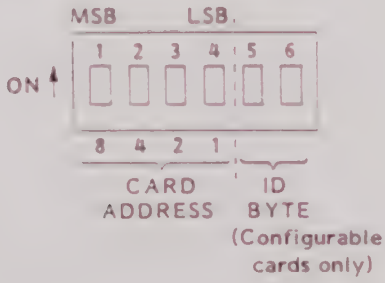

Figure 2-4, S1 Switch Functions
2.6.1.2 Set switch SW1 on the module to the binary equivalent of the address. Switches 1 to 4 are used to set the module address, with switch 4 the least significant bit, and switch 1 the most significant. The OFF positions for SW1 correspond to binary 0, and ON positions correspond to binary 1. Addresses in the range 1 to 12 are permitted. Refer to Figure 2-2 for the location of SW1 on the switching module PCB, or to Figure 2-3 for the location of SW1 on the 1260-40. The functions of the various S1 switches are shown in Figure 2-4.